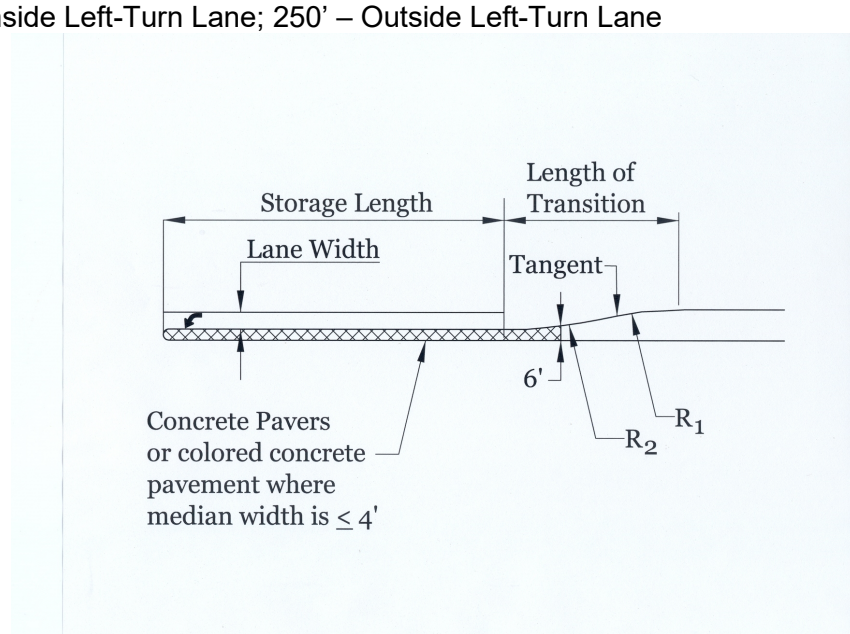

Figure 11.6: Typical Left-Turn Lane Dimensions
1. The transition specifications for left-turn lane entrance areas are specified in Table 11.5. The variables used for the specification are shown in Figure 11.6.